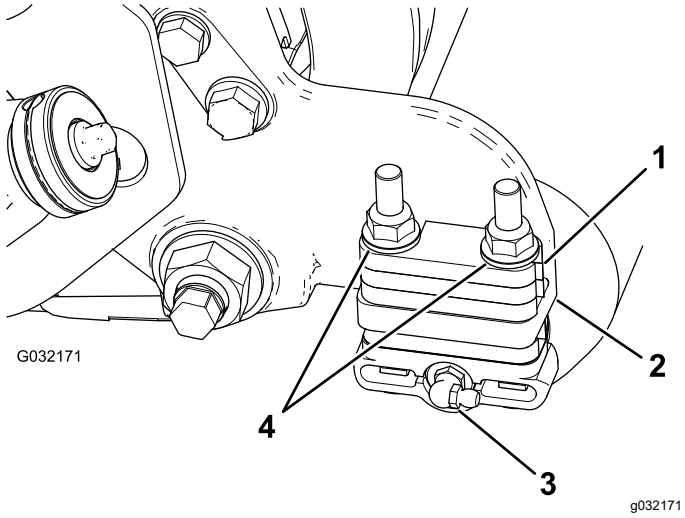

Rysunek 6
1. Wykręć smarowniczkę rolki z boku jednostki tnącej od strony, na której znajduje się obudowa szczotki wałkowej (Rysunek 6).
3. Odkręć 2 kołnierzowe nakrętki zabezpieczające mocujące każdy z wsporników rolek do płyt bocznych **oraz wszystkie podkładki dystansowe 6 mm umieszczone od góry kołnierza montażowego płyty bocznej** (Rysunek 6).